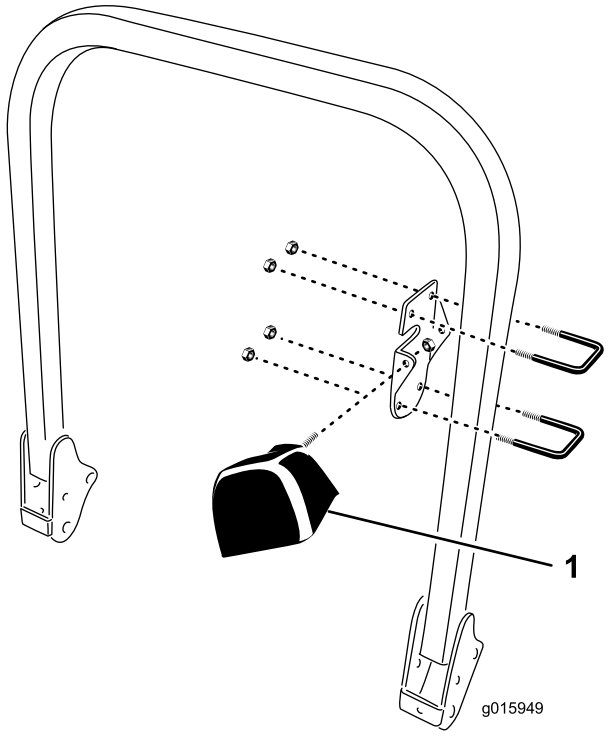

図 7
1. ROPS の内側にライト用ブラケットを取り付ける； U ボルト（2本）と、ロックナット（3/8-16）を 図 7 のように使用する。